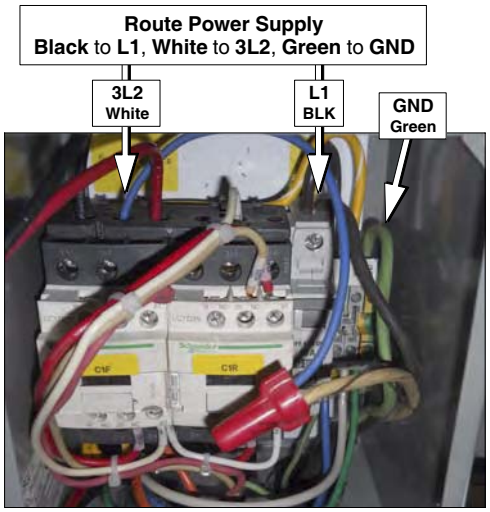

Fig. 14
2. Bring in power cord through the cord grip, attach **BLACK** to contact **L1**, **WHITE** to **3L2** and **GREEN** to **GND** (See Fig. 14).